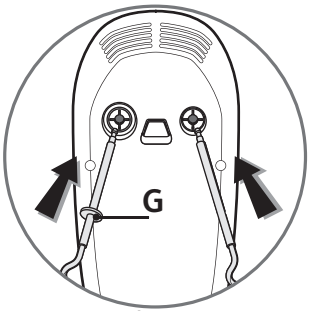

fig.1
отверстия и зафиксируйте их. **Венчики и крюки имеют специфическую форму, крюк или венчик с устройством, предотвращающим неверное соединение (G), вставляется слева, в более широкое отверстие (Рис.1).**
• Эксплуатация на подставке (H) : (в зависимости от модели)
- Вставьте ножки каждого из венчиков **(C)** или крюка **(E)** в специально предназначенные для этого отверстия и зафиксируйте их. **Венчики и крюки имеют специфическую форму, крюк или венчик с устройством, предотвращающим неверное соединение (G), вставляется слева, в более широкое отверстие (Рис.1)**.